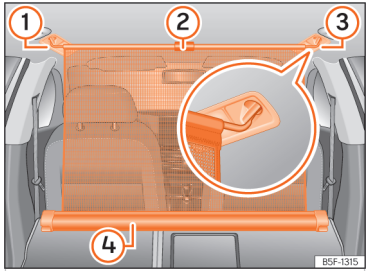

Abb. 193 Im Gepäckraum: eingehängte Netztrennwand bei vorgeklappter Rücksitzlehne.
- Ziehen Sie die Lasche ››› (Abb. 193) ② nach oben, um das Netz aus dem Gehäuse ④ zu nehmen.
- Hängen Sie das Trennnetz an der rechten oder linken Seite ››› (Abb. 193) ③ (vergrößerte Darstellung) ein.
- Hängen Sie das Trennnetz an der Aufnahme der anderen Seite ››› (Abb. 193) ① ein, indem Sie an der Stange ziehen.
Das Trennnetz ist richtig montiert, wenn die T-förmigen Enden sicher in den entsprechenden Aufnahmen ››› (Abb. 193) ③ und ① eingehängt sind.
- Rollen Sie das Trennnetz in das Gehäuse ››› (Abb. 193) ④ ein, indem Sie es mit der Hand nach unten ziehen.